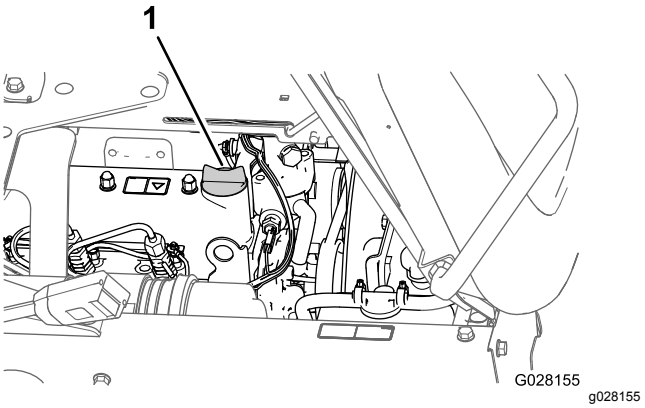

**Рисунок 70**
3. Если уровень масла низкий, снимите крышку заливной горловины с крышки клапана (Рисунок 70) и залейте масло в заливную горловину до уровня отметки Full (Полный) на масломерном щупе.